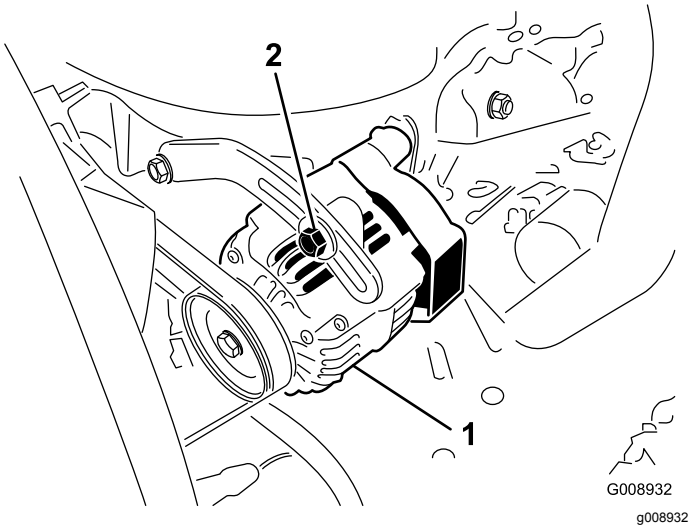

Figur 92
2. Hvis du ikke kan trykke den ned 10 mm, løsner du monteringsboltene for generatoren (Figur 92).